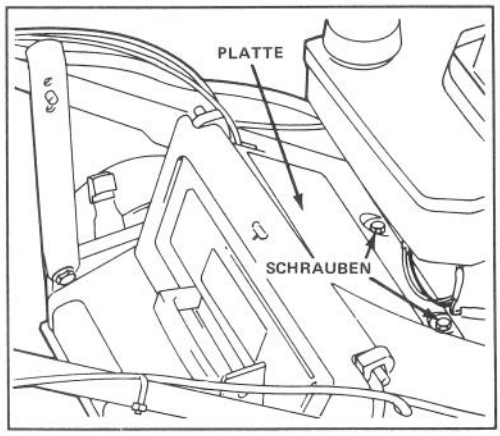

Bild 33
6. Die Abdeckung des Mähergehäuses abnehmen und rund um die Messerbremsenkupplung reinigen (Bild 33).